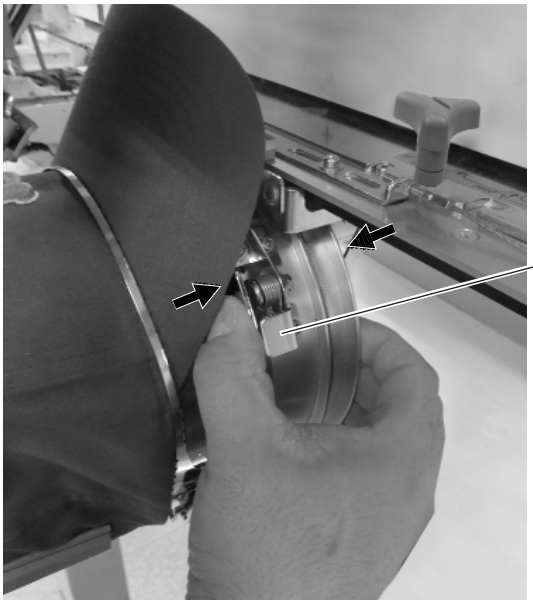

Fig. 6
9. As shown in Fig. 6, Adhere the cap hold frame and the cap drive frame closely together.